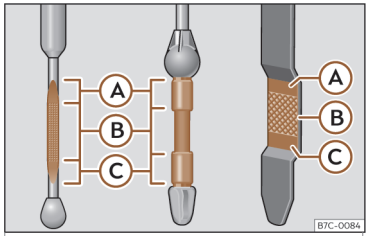

Fig. 197 Varilla de medición del nivel de aceite.
– A continuación, vuelva a extraerla y compruebe el nivel de aceite››› **fig. 197** . En caso necesario, reponga aceite del motor.
- Cuando el nivel de aceite alcance como mínimo la zona››› **fig. 197** Ⓑ, enrosque el tapón de la boca de llenado con cuidado ››› ❗.
Si el nivel de aceite se encuentra por encima de la zona››› fig. 197 Ⓐ, no arranque el motor. Puede causar daños en el motor y en el catalizador. Informe a un taller especializado.
El nivel de aceite no deberá estar en ningún caso por encima de la zona››› fig. 197 Ⓐ. De no ser así, podría aspirarse aceite por el respiradero del cárter del cigüeñal y llegar a la atmósfera a través del sistema de escape.